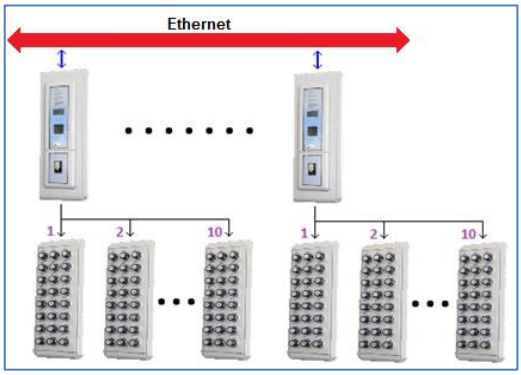

Рисунок 1-17 Схема подключения электронных сейфов для ключей по Ethernet
– по Ethernet (см. Рисунок 1-17).